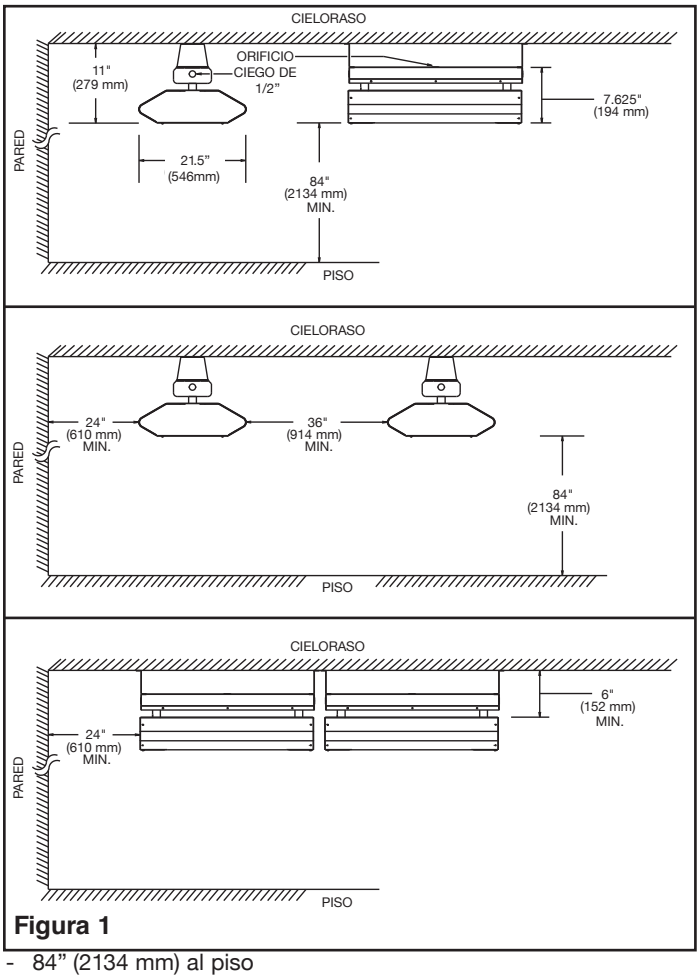

**Figura 1**
5. Deben mantenerse las separaciones mínimas según especificado en la figura 1. Mantener los materiales combustibles, tales como cajas, cajones, etc., alejados del calentador.
**Limitaciones de montaje -** Referirse a la figura 1 para las limitaciones de montaje. Observar todas las dimensiones máximas para el cieloraso, paredes, piso y material combustible.